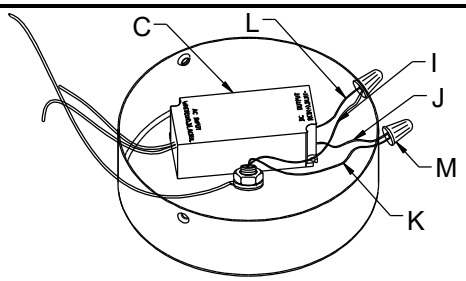

Fig. 3
CONNECTING THE WIRES (Fig. 3)
6. Connect electrical wires as shown in fig 3, making sure that all wire connectors are secured. If your junction box has a ground wire (green or bare copper), connect the fixture’s ground wire to it. Otherwise, connect the fixture’s ground wire directly to mounting plate (A) using the green screw provided.